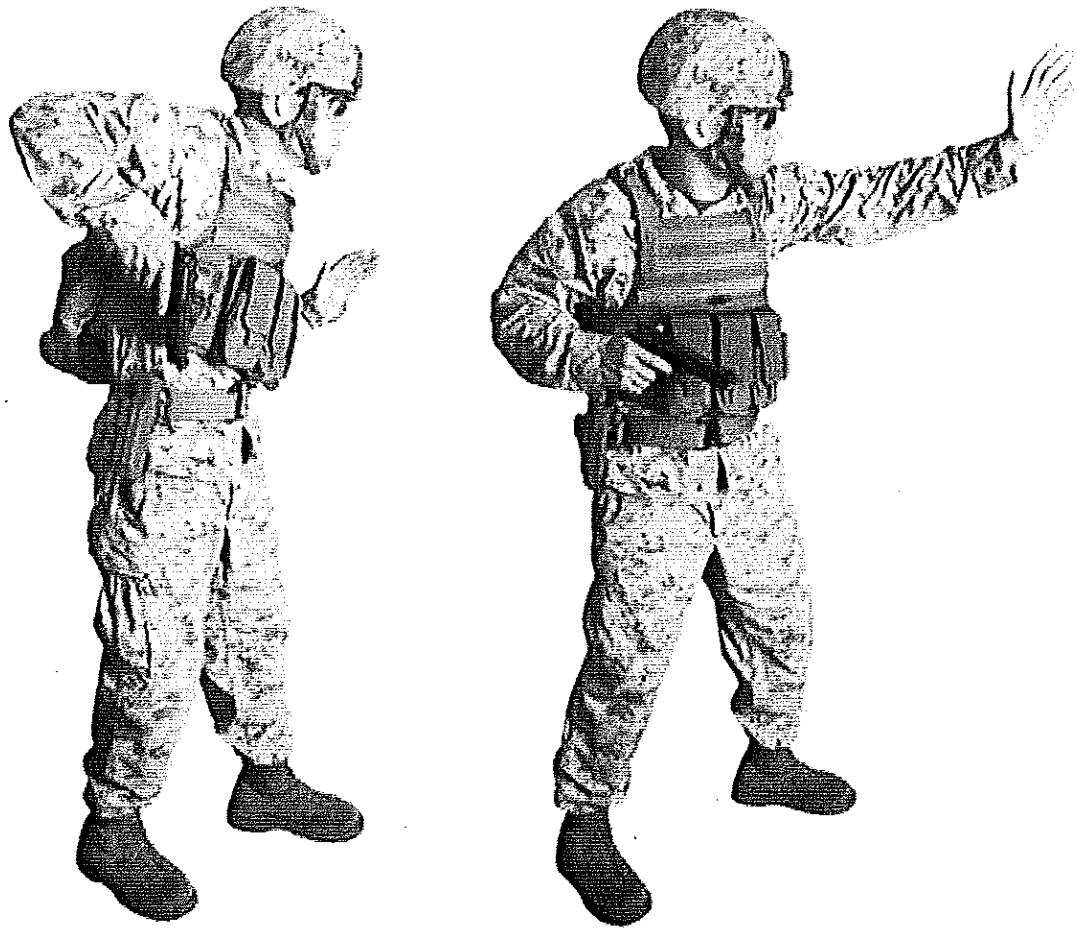

Figure 11-1. Point Shooting Technique Steps One and Two.
1. Draw the pistol straight up out of the holster (see fig. 11-1).
2. At the same time, raise the support arm to block, strike, or control the threat as necessary in order to create and maintain the space required to draw the pistol from the holster. Simultaneous with the block or strike, the Marine should angle his body 45 degrees, support side to the threat, in order to create more space for weapon draw and retention (see fig. 11-1).